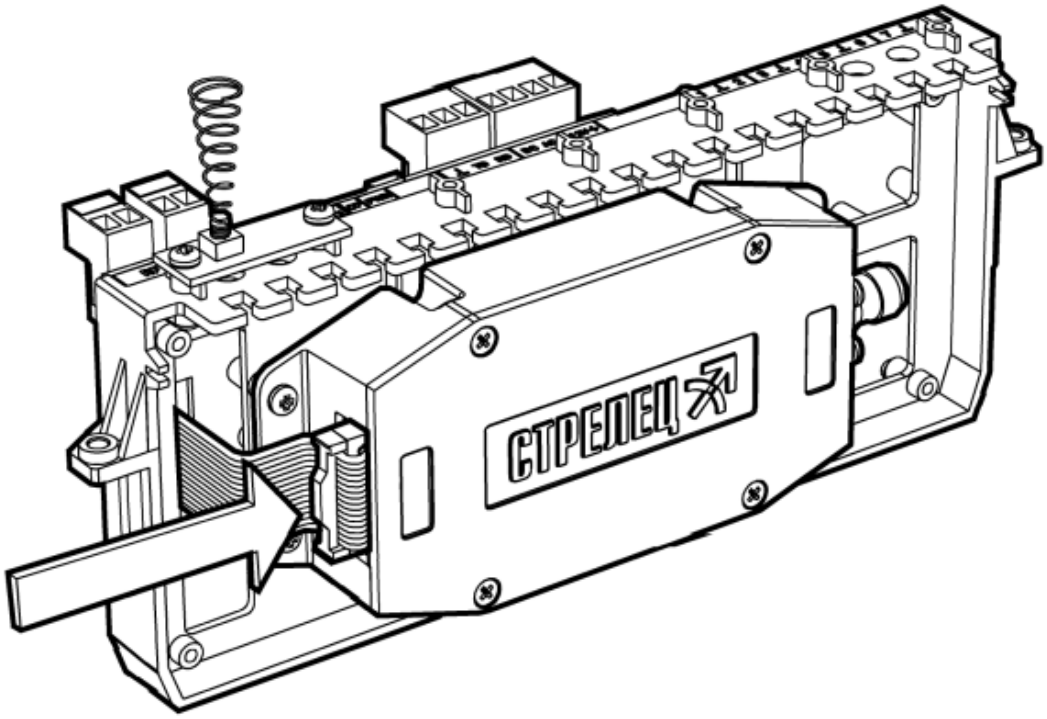

Рис. 81
3. Подключите свободный разъем кабеля к радиомодему (Рис. 81).